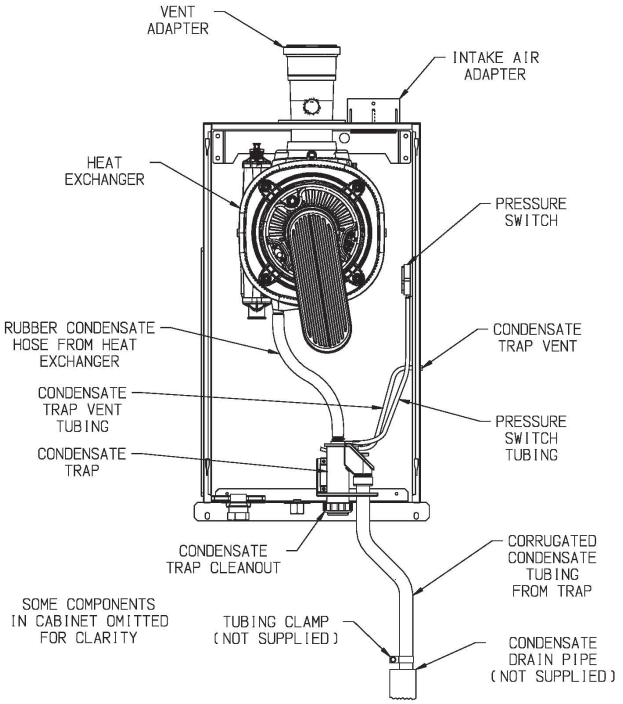

Figure 7.47: Condensate Piping Arrangement
All condensate which forms in the boiler or vent system passes through the heat exchanger and out of a bottom drain port which is connected to the condensate trap with a hose. This trap allows condensate to drain from the heat exchanger while retaining flue gases in the boiler. This trap is an integral part of the boiler but must be connected to a drain pipe as shown in Figure 7.47. A length of corrugated tubing is supplied with the boiler and is connected to the trap as shown in Figure 747. Note the following when disposing of the condensate:
1. If the corrugated condensate drain line must be extended, construct the extension from PVC or CPVC pipe. Insert the hose provided with the boiler into the end of the extension as shown in Figure 7.47.
6. Do not attempt to move the trap from the location shown in Figure 7.47. Do not attempt to substitute another trap for the one provided with the boiler.
7. The vent shown in Figure 7.47 must be left open for the trap to work properly.